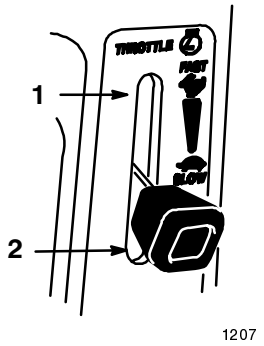

Figure 5
5. Move throttle lever to “FAST” (Fig. 5).
2. Move the throttle lever to “SLOW” (Fig. 5).